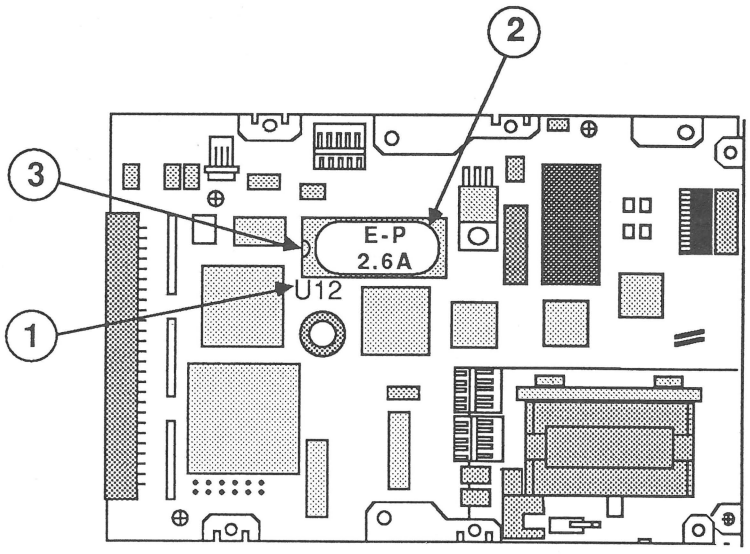

FIGURE 1
One model of the Hard Disk 20SC must be upgraded from Rev. 2.6A to function properly in a Macintosh II/IIx. This model is represented by the controller board shown in Figure 1. Before you install a 3.5-inch, 20 MB hard drive service module in a Macintosh II/IIx, follow the steps below to make sure you have the proper revision.
2. Compare the layout of the service module's controller board to the board layout shown in Figure 1. If they don't match, the service module does not need to be upgraded. If they **do** match, continue to step 3.
3. Locate the 28-pin EPROM at U12 (Figure 1, #1) and check to see if it is labeled "2.6A" under the heading "E-P" (Figure 1, #2). If it is, continue to step 4. (If it is **not** labeled "2.6A," nothing needs to be done.)
4. Note the direction of the notch (Figure 1, #3) at the end of the EPROM. (You will need to install the new EPROM the same way.)